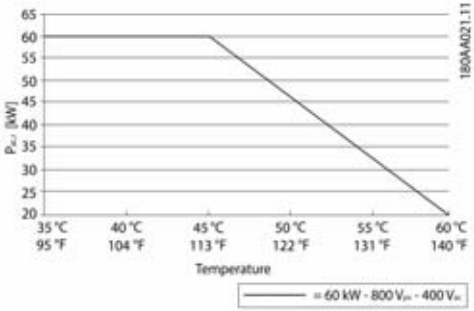

Abbildung 2.7 Die Leistungsreduzierung als Funktion der Umgebungstemperatur
- Leistungsbegrenzung von der internen temperaturbedingten Leistungsreduzierung. Eine temperaturbedingte Leistungsreduzierung weist auf eine zu hohe Umgebungstemperatur, einen verschmutzten Kühlkörper, einen blockierten Lüfter oder Ähnliches hin. Informationen zur Wartung finden Sie in Installationsanleitung des Sunny Tripower 60. Die Werte in Abbildung 2.7 sind unter Nennbedingungen cos(φ) = 1 gemessen.